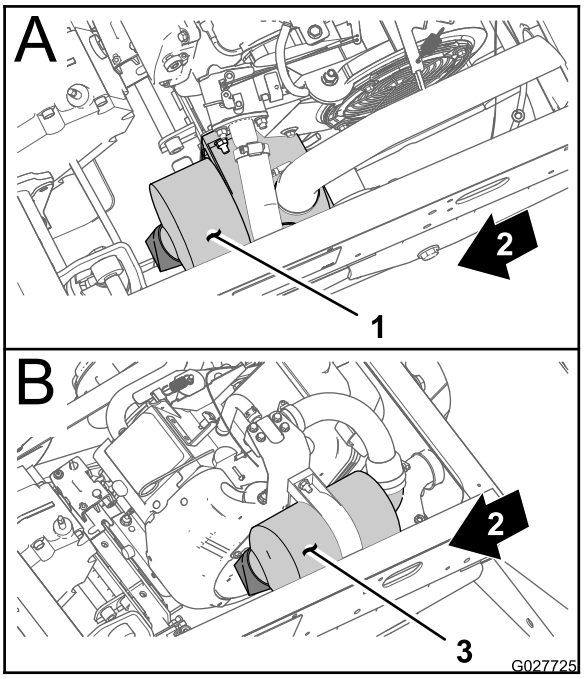
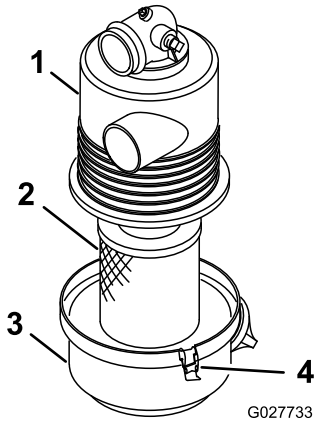

Figuur 35
Figuur 36
2. Controleer de luchtfilterbehuizing op beschadigingen die een luchtlek zouden kunnen veroorzaken. Controleer of het deksel van de filterbehuizing helemaal afsluit (Figuur 35 en Figuur 36).
3. Open de sluitingen waarmee het deksel van het luchtfilter is bevestigd aan het luchtfilterhuis (Figuur 36).
4. Maak het luchtfilterdeksel los van het luchtfilterhuis, en reinig de binnenkant van het deksel (Figuur 36).
3. Steek het luchtfilterelement in het luchtfilterhuis (Figuur 36).
4. Lijn het deksel van het luchtfilter uit met het luchtfilterhuis (Figuur 36).
5. Bevestig het deksel met de vergrendelingen aan de behuizing (Figuur 36).